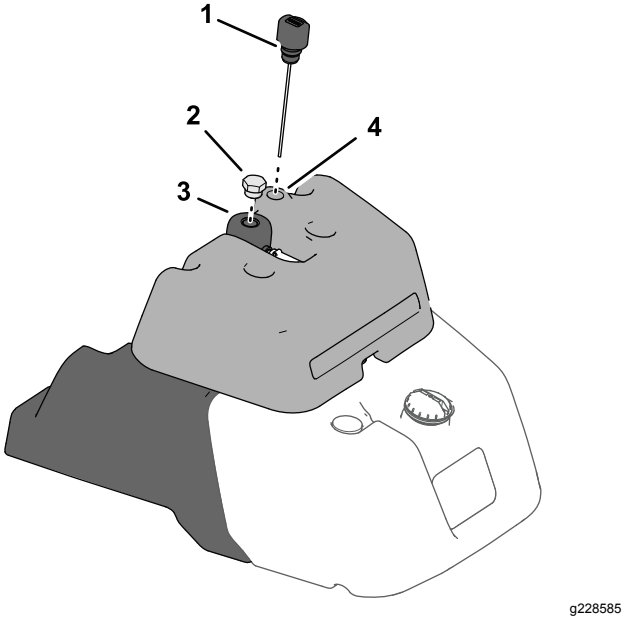

Figur 36
- Hvis maskinen har en drivstoffmåler på toppen av drivstofftanken, finn peilestaven for hydraulikksystemet på toppen av lekkasjedetektortanken (Figur 36), og fortsett til trinn 3.